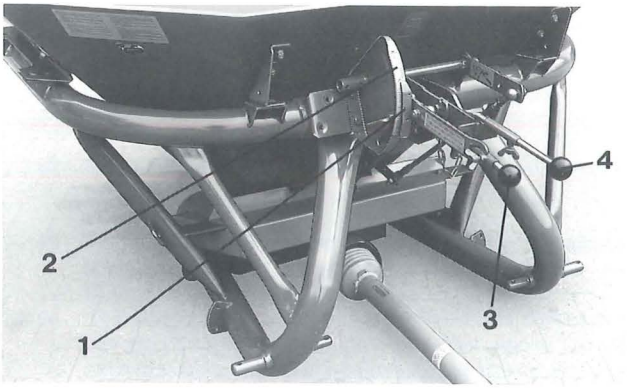
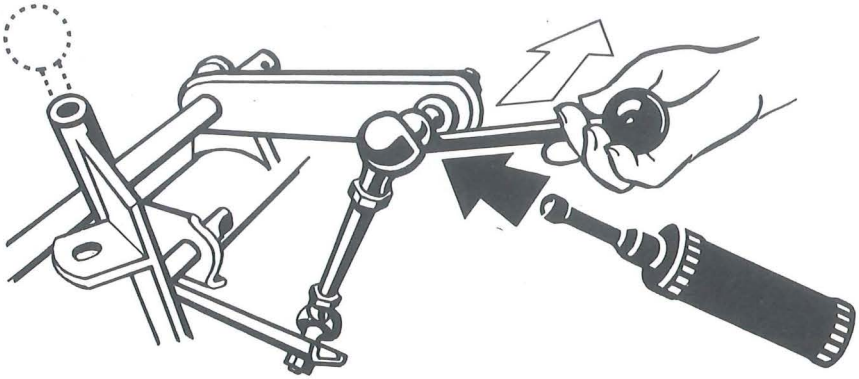

Fig. 2
Fig. 7
Durante la regolazione delle levette di cambio velocita' fare innanzitutto attenzione affinche' le due leve di comando (fig. 2/3 e 2/4) appoggino sull'indice (fig. 2/1) della regolazione della quantita'. La quantita' da distribuire viene regolata secondo le tavole di distribuzione. Piccole variazioni sono possibili a causa delle diverse condizioni del concime. Le larghezze di spandimento variano a secondo del tipo di concime e del grado di trattamento delle superfici. La larghezza di distribuzione deve essere conforme alle indicazioni date nelle rispettive tabelle. E' inoltre necessario considerare la sovrapposizione delle larghezze di lavoro indicate.
A tale scopo estrarre la leva (fig. 2/3) destra vista in direzione di marcia fino a quando le due leve (fig. 2/3 e fig. 2/4) non possono venir inserite singolarmente. In caso di distribuzione unilaterale su lunghe strisce di campo, togliere la coppiglia della testa agitatrice (fig. 4) dal lato dove non si intende spargere (ved. fig. 5) oppure coprirla con l'inserto della tramoggia (accessorio speciale).
4.4 Allentare di tanto in tanto il giunto sferico della leva con l'aiuto della leva (fig. 2/3 o 2/4) (vedere fig. 7), pulire e ingrassare.